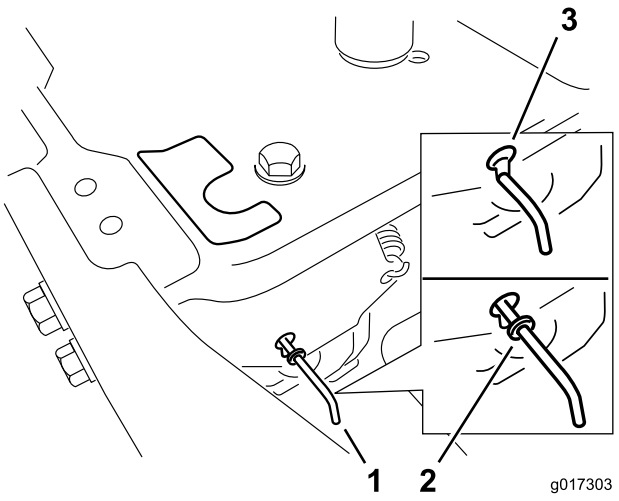

Figuur 20
4. Zet de omloophendels naar voren door het "sleutelgat" en dan naar beneden om ze vast te zetten (Figuur 20).
Zet de omloophendels naar achteren door het spiegat en dan naar beneden om ze vast te zetten zoals wordt getoond in Figuur 20.